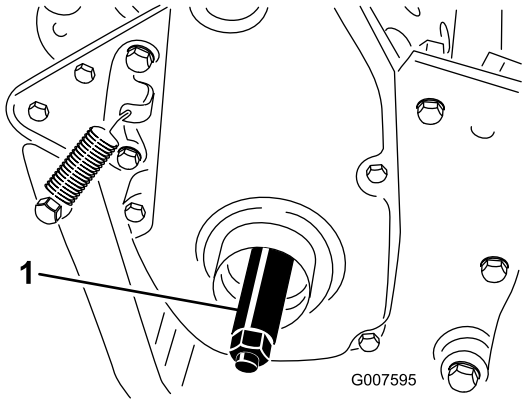

Figur 6
3. Trä på den högra hjulaxeln på drivskivan på maskinens högra sida (Figur 6).